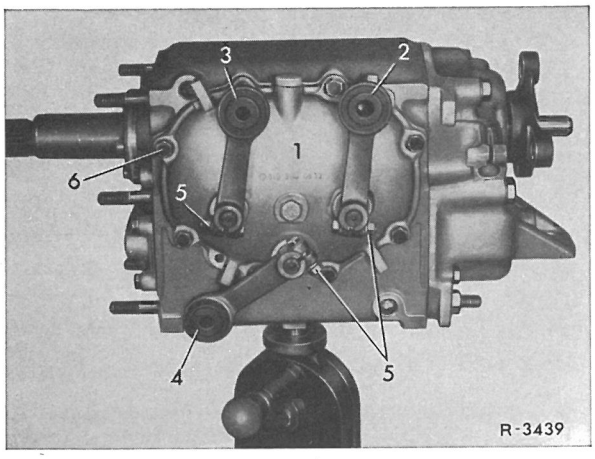

Fig.26-5/1
2 Skiftearmen(4) til bakgearet tages af,efter at klemskruen (5) er løsnet(fig.26-5/1).
3 Sikringsskiven (7)trykkes af skifteakslen (8)for bakgear (fig.26-5/2).